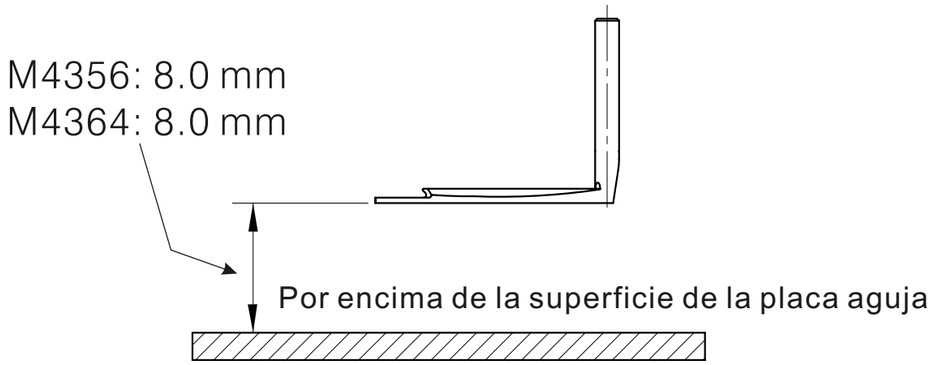

Fig. 31
4. La distancia desde el distribuidor a la superficie de la placa aguja es como se describe: (Fig. 31)